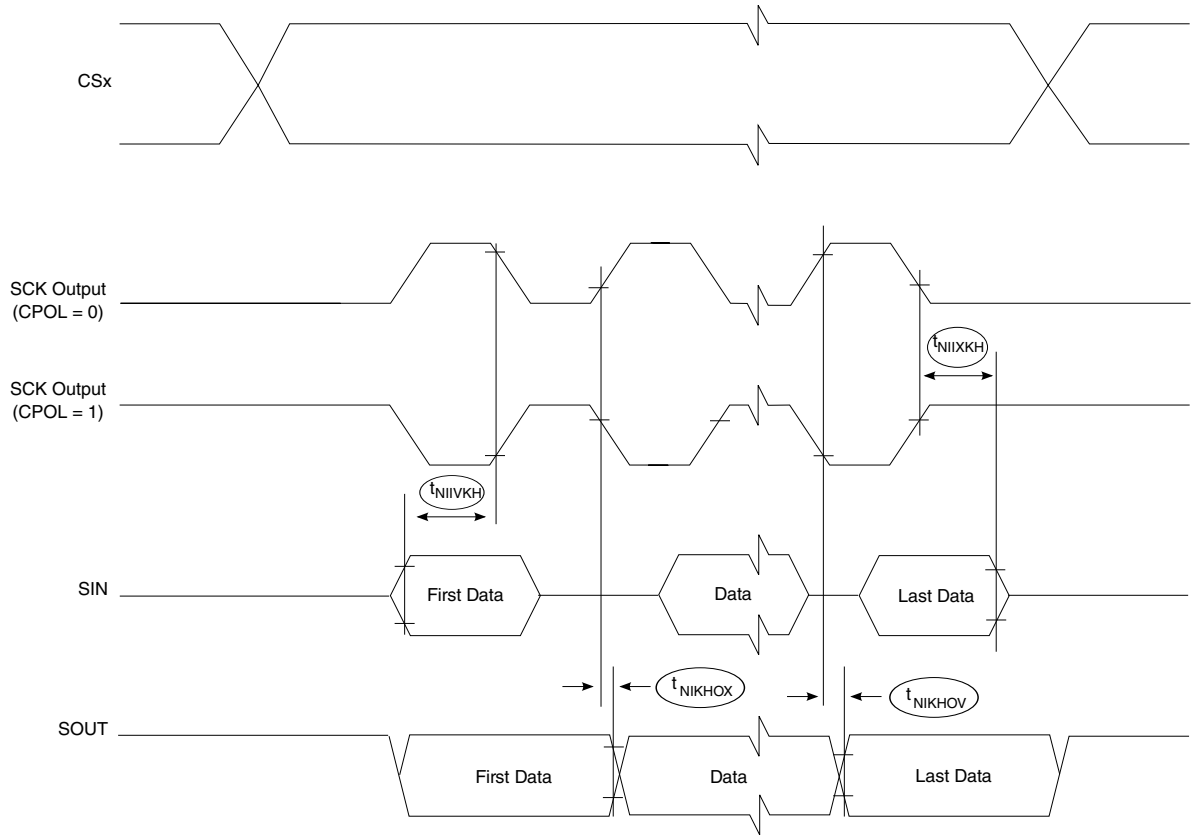

Figure 58. SPI timing master, CPHA = 1
6. See Figure 58. on page 160.